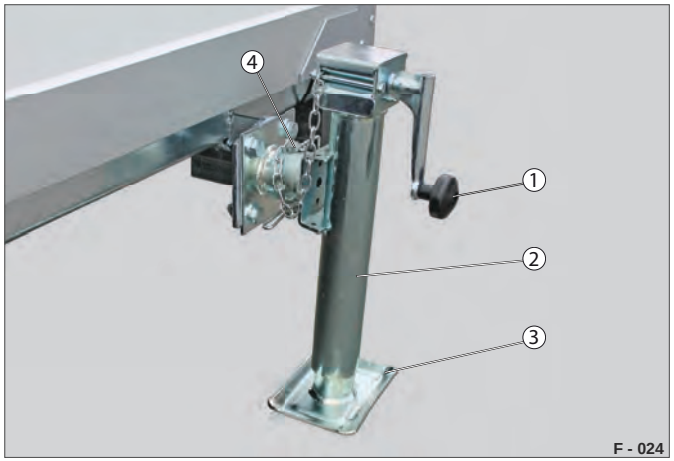

Fig. 35 Teleskopstøtteben med håndsving, støttestilling
▶ Sving støttebenet (Fig. 35 /2) ned.